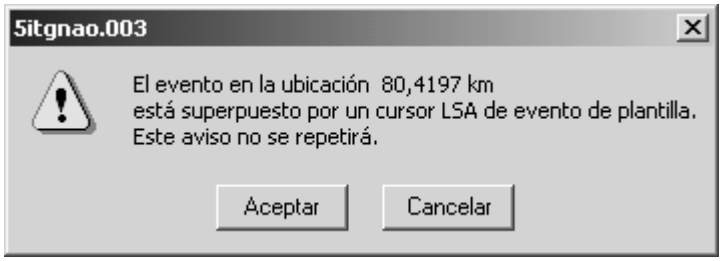

Figura 11-5: Cuadro de diálogo de mensaje de aviso
5. Haga clic en Aceptar para aplicar la plantilla de empalme *sin guardar las trazas*. Puede que aparezca ahora el mensaje de aviso en Figura 11-5 indicando que el evento en 80,4197 de la traza 5ITGNAO.003 se superpone a un cursor LSA.